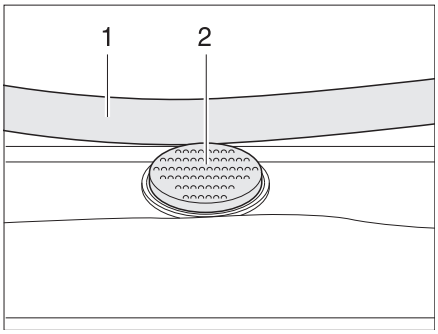

Fig. 42 Safety knob on the Heki skylight
- Press the safety knob (Fig. 42,2) and pull the bar (Fig. 42,1) down with both hands.
- Push the bar upwards with both hands until it is above the safety knob (Fig. 42,2).